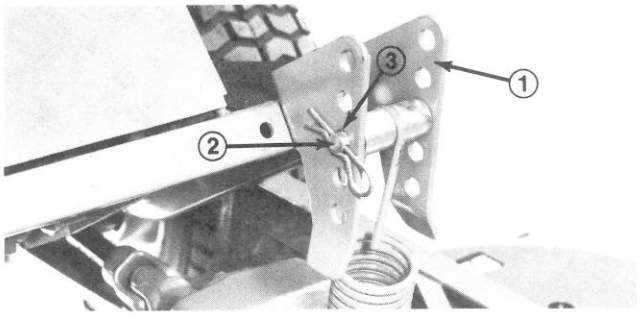

Figure 33
1. Leave the spring in the center bracket hole and operate the mower in the area it will normally be used (Fig. 33).
3. Relieve spring tension by lowering the clevis pin one hole lower in the bracket (Fig. 33).
4. Check the units performance in the turf. If the unit still raises, stop machine and repeat item 2 and 3. Repeat until unit operates satisfactorily. If cutting unit operates satisfactorily, continue normal operation.
5. If the cutting unit stays down and appears to operate acceptably during the initial operating check, it is still advisable to stop, engage parking brake, be sure traction pedal is in neutral, raise the cutting unit, stop the engine and raise the clevis pin one hole to increase spring tension (Fig. 33).
6. Check performance in the turf. If the unit still stays down on the turf, repeat item 5. Repeat until unit raises during operation, then decrease spring tension by lowering the clevis pin one hole in the bracket (Fig. 33).